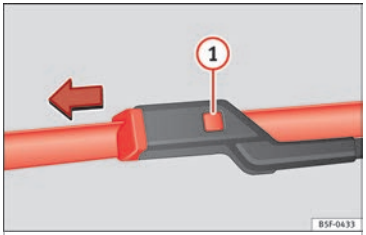

Fig. 92 Cambio de la escobilla del limpiaparabrisas.
- Oprima el botón de seguridad (1) ››› **fig. 92**.